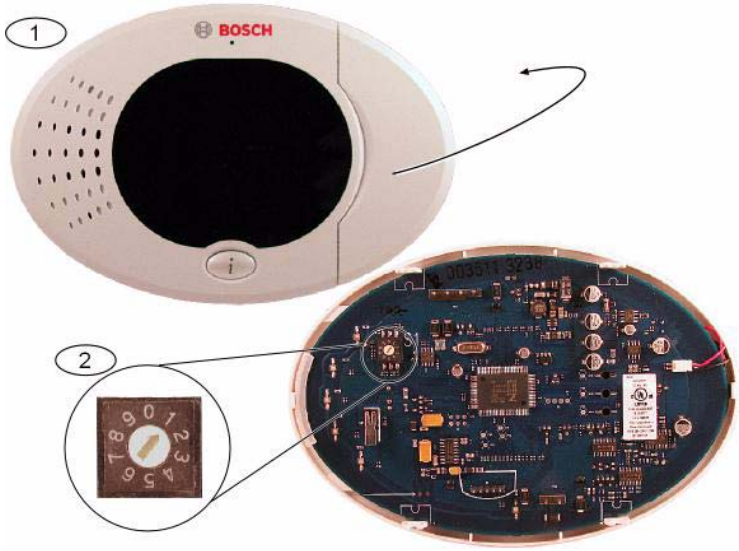

Figure 2.1 Roue codeuse d'adressage du clavier de commande
2. Si plusieurs claviers sont installés, chacun doit avoir une adresse unique. La plage d'adresses possible est de 1 à 4. Se reporter à la *Figure 2.1* pour le positionnement de la roue codeuse.